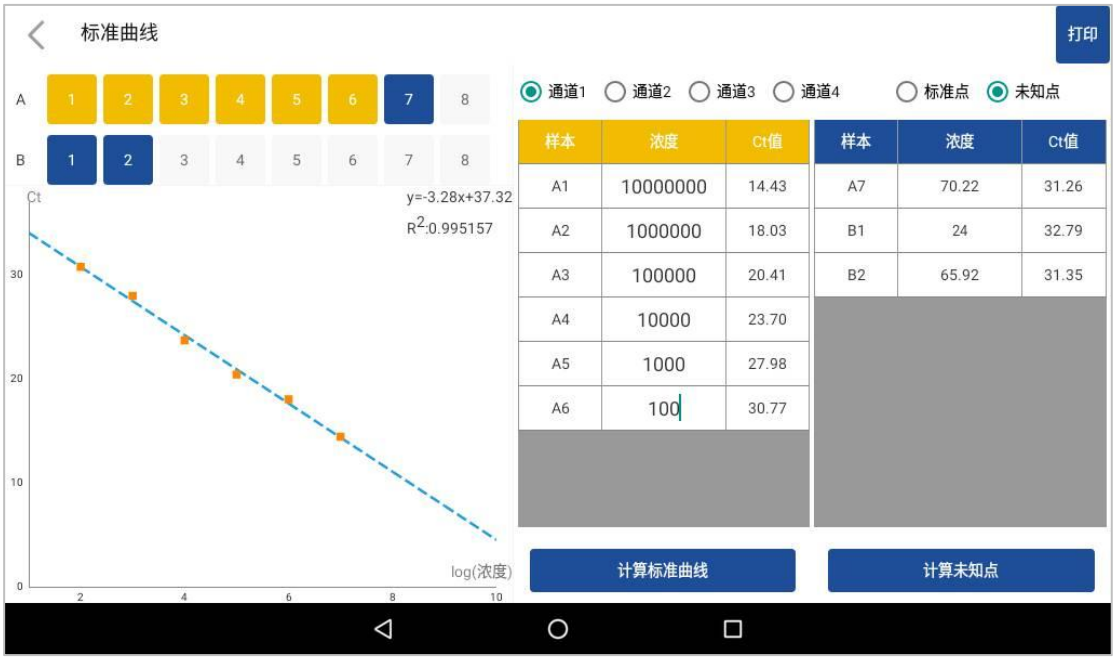

Figure 4.5-4 Standard curve interface
d. Click the "Filter" button in the upper right corner to enter the page in Figure 4.5-4 and select the well and channel for data analysis.
interface (see Figure 4.5-4).